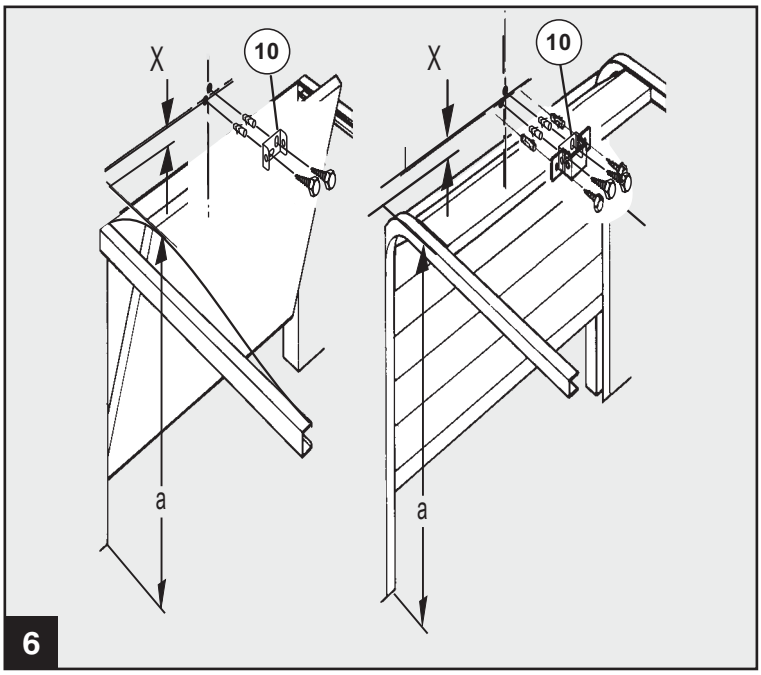

Abb. 6 - Anbringen Wandbefestigung
4. Höchsten Punkt der Laufbahn des Tores ermitteln (siehe Bild 6).